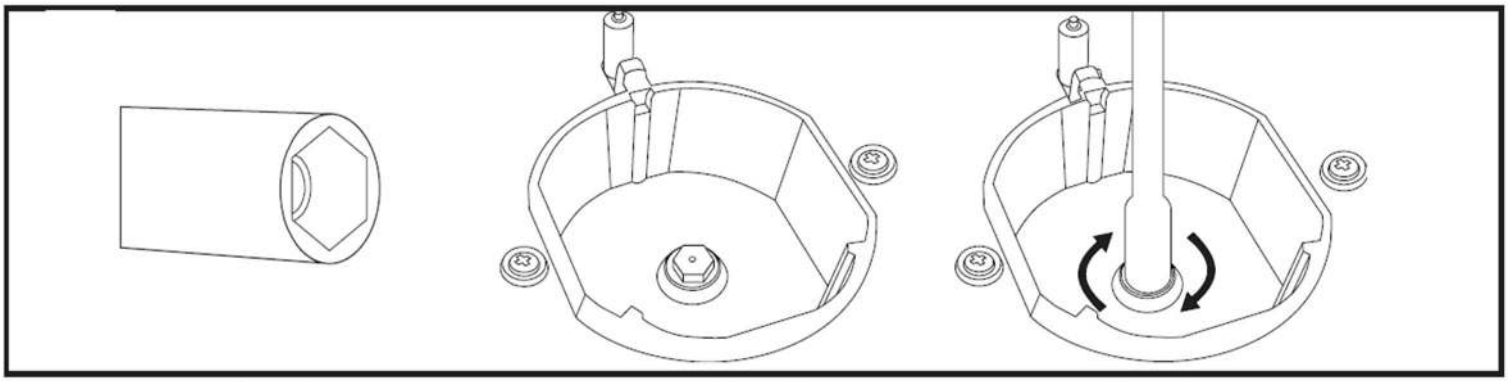

Рис. 1 Рис. 2 Рис. 3
2. Для замены жиклеров используйте ключ-шестигранник (Рис. 1).